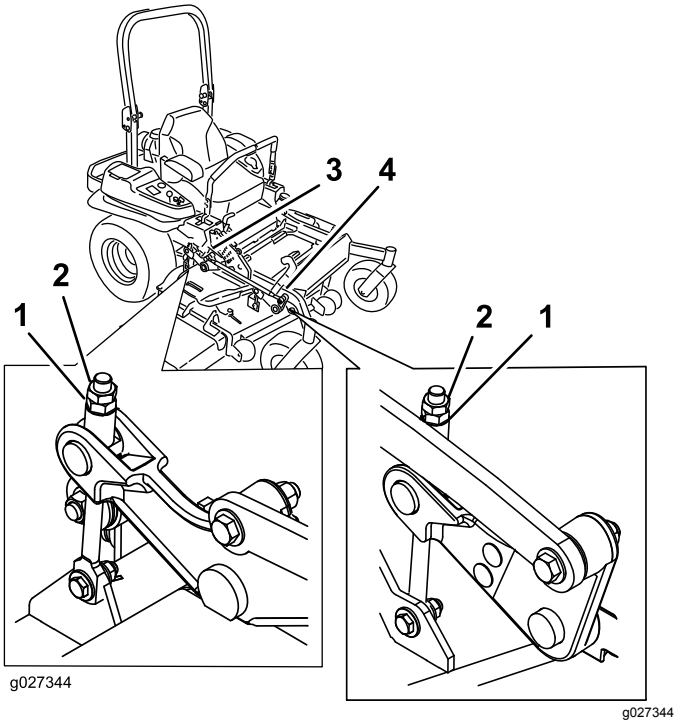

Figuur 108
10. U kunt de stelmoer op de hefinrichting van het voorste maaidek draaien om deze nog nauwkeuriger in te stellen (Figuur 108).
16. Regel de stelschroef fijn af om een hoogte te verkrijgen van 8,3 mm (zie Figuur 108).